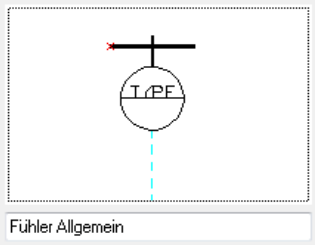

Bild 32.26 – Der neue Block wird mit dem neuen Referenzobjekt verknüpft
- öffnen Sie die *Blockverwaltung* und klicken auf den Block *Fühler allgemein* (Abb. 32.26). Wählen Sie im Listenmenü der Blöcke *Neu definieren*.